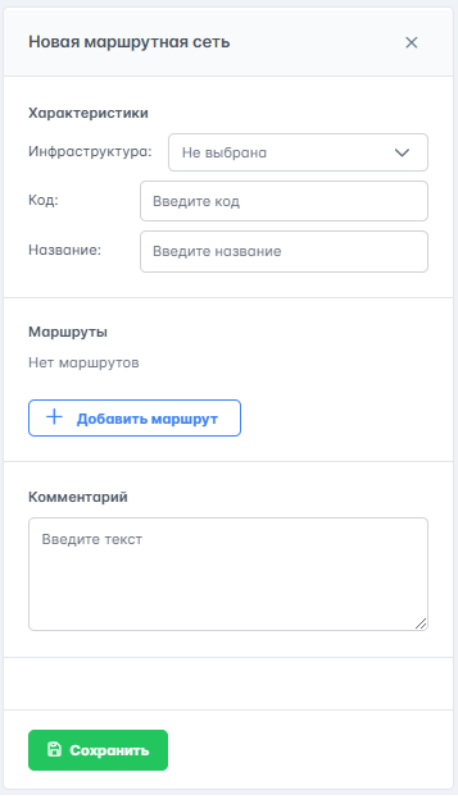

Рисунок 35 – Создание МС на странице "Маршрутная сеть"
1. Нажать на панели управления, справа от таблицы данных отроется окно "Новая маршрутная сеть" (рисунок 35).